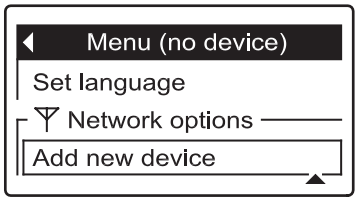

FIG. 90
2. Press the DOWN (▾) button to scroll through the menu options until **Add new device** is highlighted in a box (See Figure 90).